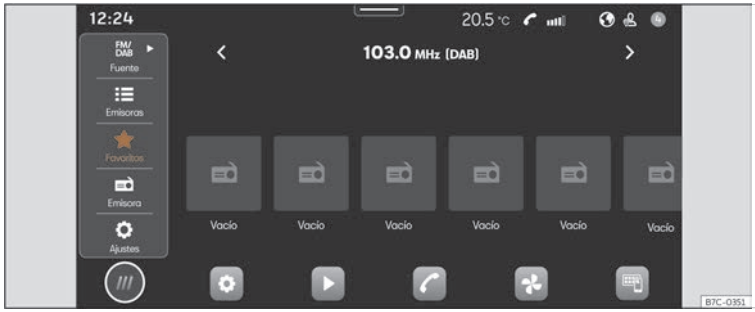

Fig. 157 Representación esquemática: Vista Radio.
- Pulse **HOME** > ››› **fig. 157**.